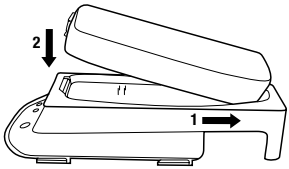

Fig. 2
4. Carregando a Bateria: Assegure que os contatos elétricos dourados na bateria e no carregador estão limpos e livres de detritos (sujeira). Insira a bateria no Suporte do Carregador de Bateria TR-640 deslizando a parte traseira da bateria primeiro. Coloque a extremidade dianteira para baixo e clique no lugar (Fig. 2), o carregamento começará.